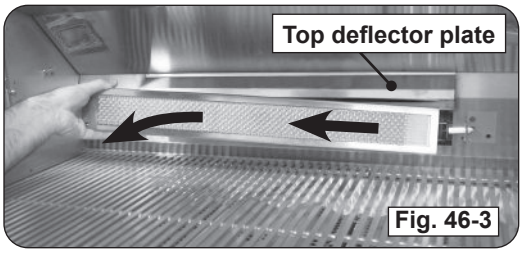

Fig. 46-3
5. Remove the backburner by lifting the left side outward and to the left. See Fig. 46-3.
Note: The top deflector plate may become loose when removing the backburner. Ensure the deflector is properly in place when reinstalling the backburner (See Fig. 46-3).